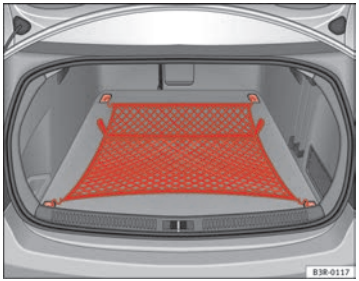

Fig. 117 Stretch net laid out
– Secure the luggage net to the four fastening rings ⇒ fig. 117.